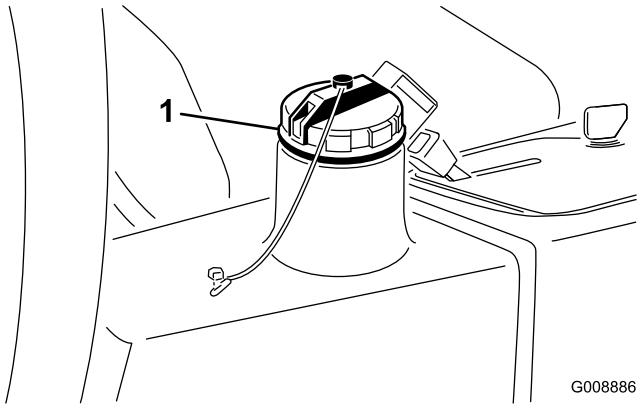

Figur 42
2. Gör rent omkring påfyllningsröret och hydraultanklocket (Figur 42) och ta sedan bort locket.